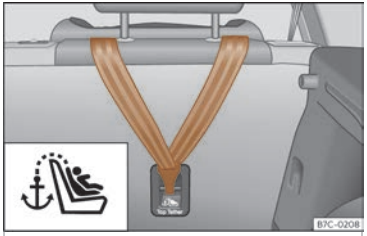

Fig. 28 Parte posterior dos asentos traseiros:argolas de suxeición para o cinto Top Tether.
- Deslice a correa e fíxea correctamente coa áncora da parte posterior do respaldo ››› **fig. 28**.